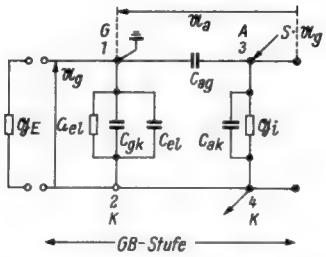

Bild 8. Die GB-Stufe und der ihr zugehörende Abschlußleitwert auf der Eingangsseite
d) Der Ausgangsleitwert $\mathfrak{Y}_A$ kann erst berechnet werden, wenn der Abschlußleitwert $\mathfrak{G}_E$ am Eingang der GB-Stufe (Bild 8) bekannt ist. Dieser wird aber erst bei der Durchrechnung der KB-Stufe gefunden.